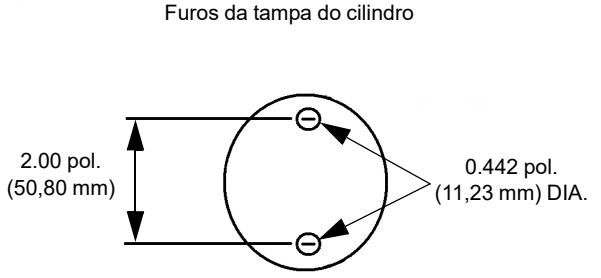

FIGURA 8-9
6. Remova as tampas dos cilindros da carcaça. Remova e descarte os anéis de vedação (Figura 8-9).